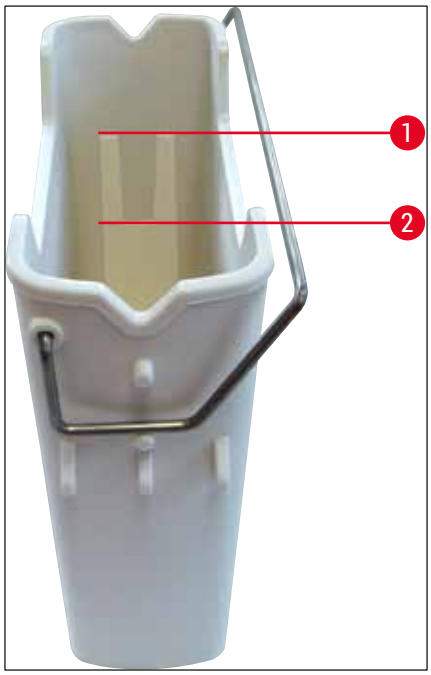

Fig. 67
4. Controllare che il livello di riempimento sia sufficiente (→ Fig. 67) e che il reagente sia privo di sporcizia. In caso di contaminazione, è necessario sostituire lo xilene (→ p. 39 – 4.6.3 Preparare la cuvetta per reagenti, riempirla e inserirla nel cassetto di caricamento) e pulire la cuvetta per reagenti prima di riempirla nuovamente.